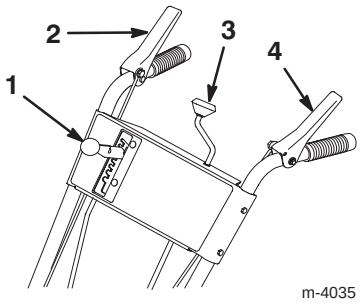

Bild 7
2. Bewegen Sie den Schalthebel (Bild 7) an der Bedienungskonsole in Stellung **R_2** (**Rückwärts**).